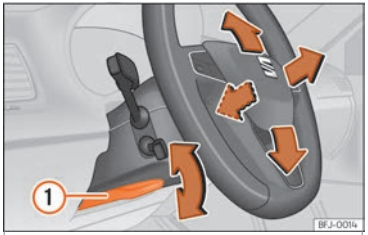

Fig. 24 Palanca en la parte inferior del lateral izquierdo de la columna de dirección.
- Ajustar la posición del volante: tire de la palanca ››› **fig. 24** ① hacia abajo, mueva el volante hasta la posición deseada y vuelva a subir la palanca hasta el punto de cierre.